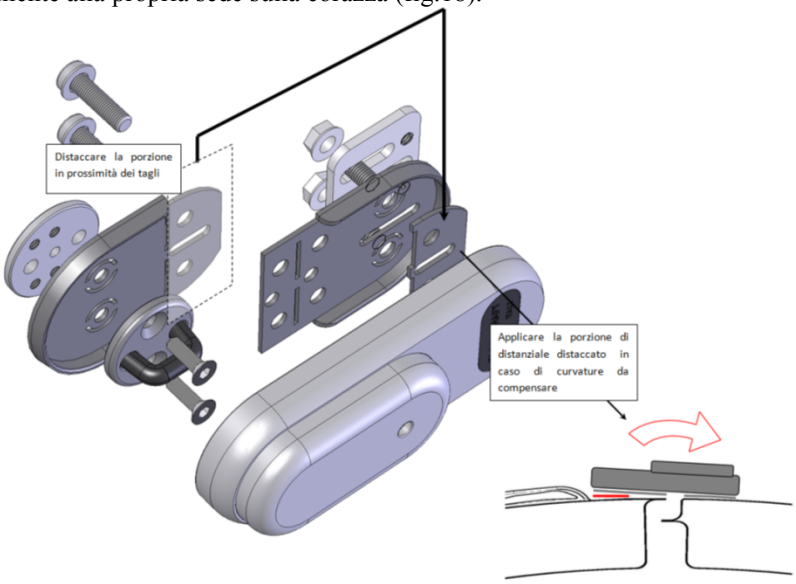

Fig.18
**Per compensare eventuali disallineamenti o particolari curvature dei portelloni**, si potrà applicare un secondo distanziale al di sotto della corazza, ritagliato in corrispondenza dei tagli predisposti. In questo modo il lucchetto curverà su se stesso e consentirà al riscontro di allinearsi correttamente alla propria sede sulla corazza (fig.18).